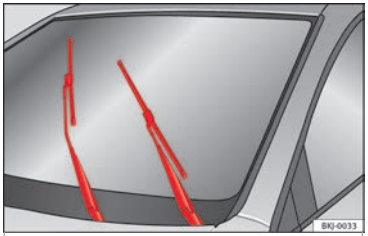

Fig. 91 Limpiaparabrisas en posición de servicio.
- Conecte y desconecte el encendido y a continuación (antes de aproximadamente 9 segundos) desplace la palanca del limpiaparabrisas hacia abajo (barrido breve). Las escobillas se desplazan hasta la posición de servicio ››› **fig. 91**.